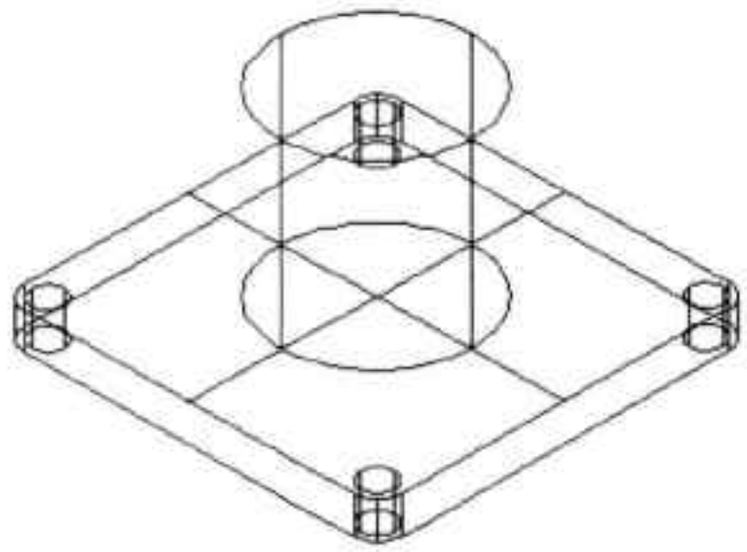

图13-54 绘制圆柱体
Step07 执行“圆柱体”命令，捕捉长方体中心点作为圆心，绘制直径为 40mm、高 40mm 的圆柱体，如图 13-54 所示。